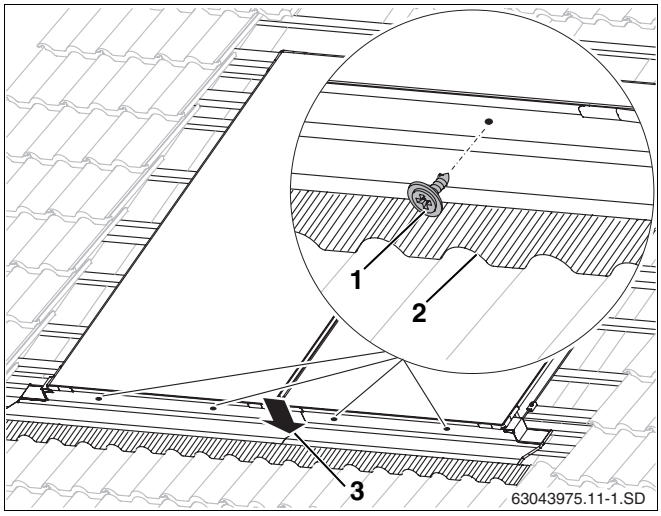

Abb. 47 Befestigung der unteren Bleche
- Die Bleche in den Körnungen mit Schrauben (12 mm lang, Abb. 47, **Pos. 1**) und Dichtscheiben befestigen.
- Das oben liegende Abdeckblech auf das unten liegende andrücken (Abb. 47, **Pos. 3**).
- Bleischürzen im vorderen Bereich vorsichtig der Dachpfannenkontur (Abb. 47, **Pos. 2**) anpassen.